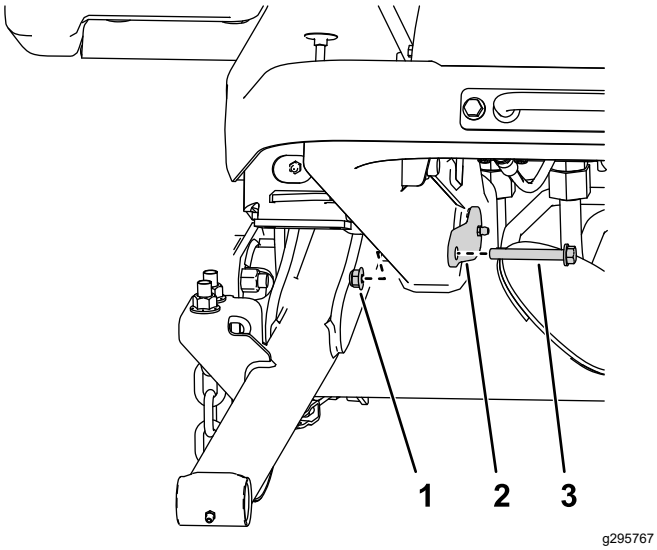

Figur 6
4. Brug 2 møtrikker (⅜") og 2 bolte (⅜" x 2¾") til at fastgøre de store tapper til stellet (Figur 6).